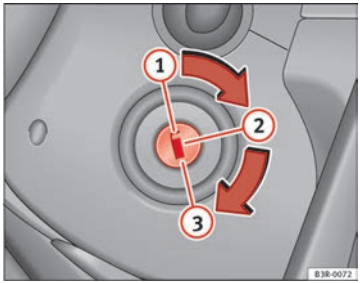

Fig. 146 Ignition key positions
– Turn the ignition key to position (1) ⇒ Fig. 146. ▶